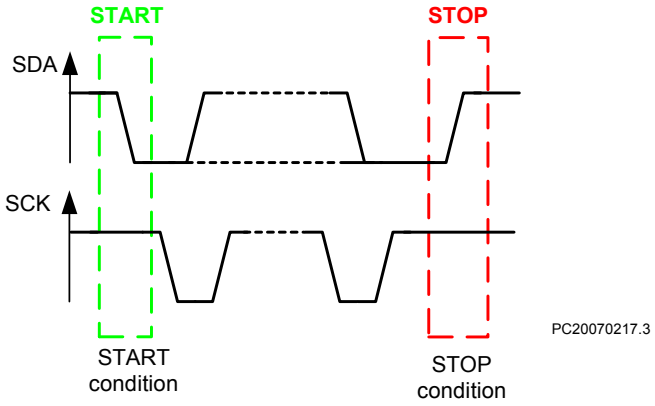

Figure 26: START and STOP Conditions
Within the procedure of the I²C-bus, unique situations arise, which are defined as START (S) and STOP (P) conditions (See Figure 26).